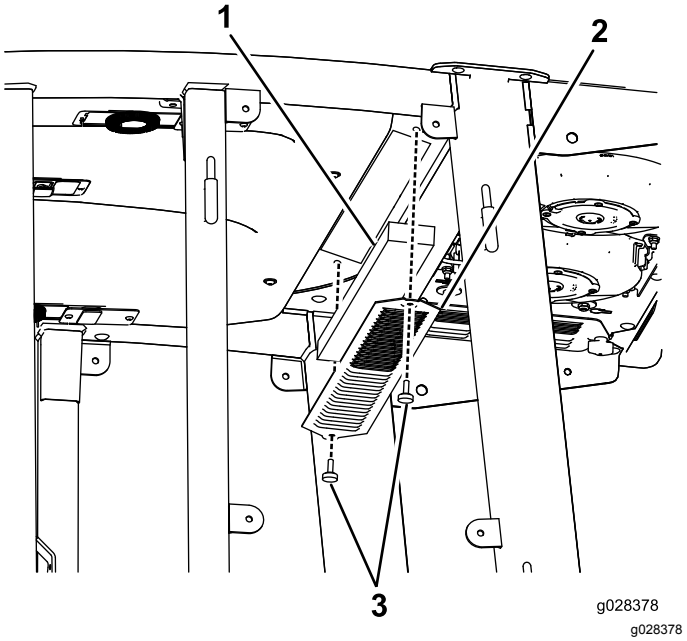
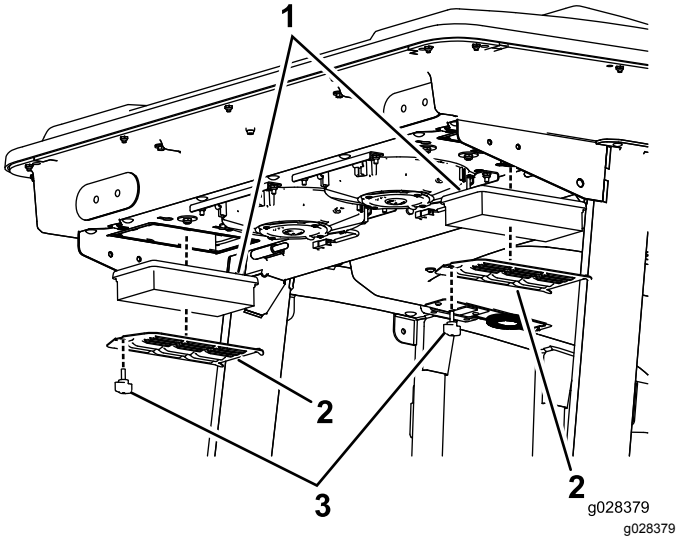
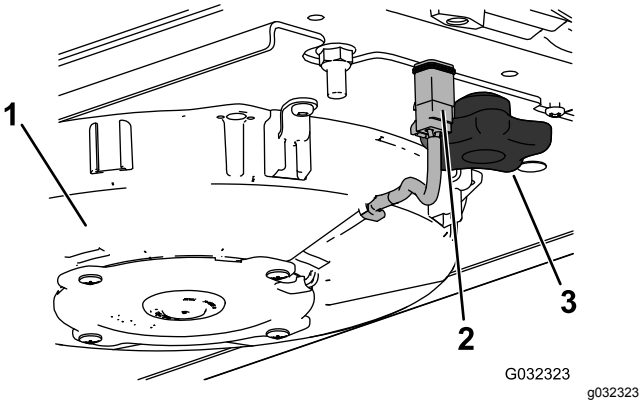
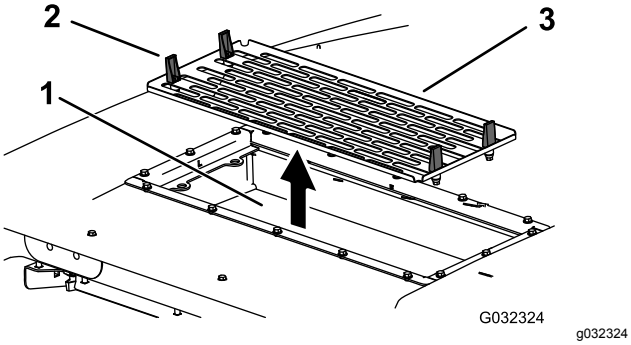

**Figur 148**
**Figur 149**
**Figur 150**
**Figur 151**
1. Afmonter skruerne og ristene fra luftfiltrene inde i førerhuset og bag førerhuset (Figur 148 og Figur 149).
2. Afmonter ledningen for de enkelte ventilatorer (Figur 150).
4. Åbn de fire låse på airconditionenheden, og fjern filteret (Figur 151).
5. Afmonter luftfiltrene (Figur 149).
7. Monter luftfiltrene, filteret og ventilatorenheden (Figur 149, Figur 150 og Figur 151).
8. Tilslut ledningen for de enkelte ventilatorer (Figur 150).